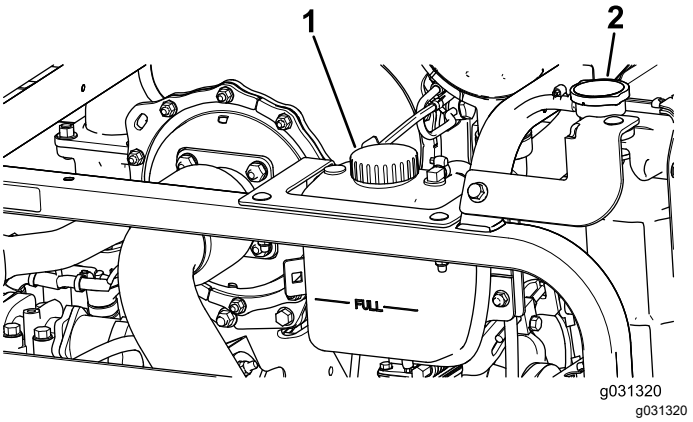

Figur 85
1. Ta av kylarlocket och locket till expansionstanken försiktigt (Figur 85).
2. Kontrollera kylvätskenivån i kylaren (Figur 85).